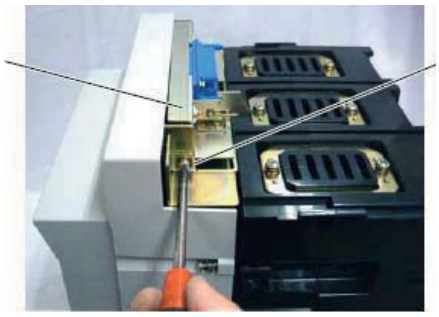

Рис. 57. Фиксирующие винты контактной колодки
(2) Открутите фиксирующие винты контактной колодки, как показано на рис. 57.
4) Извлеките фиксирующие винты контактной колодки, как показано на рис. 57.